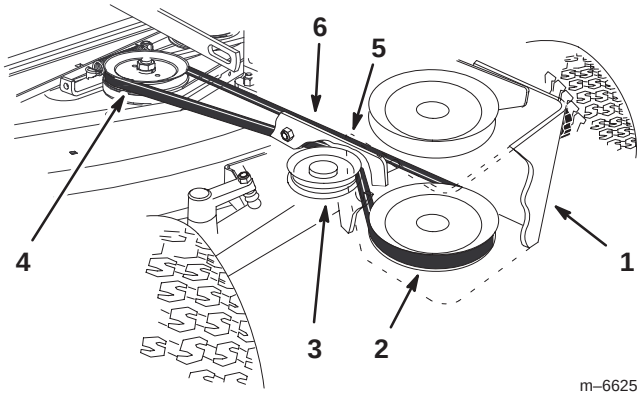

Figure 14
2. Install the mower drive belt onto the mower center pulley (Fig. 14). Ensure that it is on the upper center pulley.
3. Install the mower drive belt onto the lower pulley and the lower idler pulley in the pulley box (Fig. 14).
2. Remove the mower drive belt from the mower center pulley (Fig. 14).
3. Remove the mower drive belt from the lower pulley and the lower idler pulley in the pulley box (Fig. 14).
4. Install the new mower drive belt onto the mower center pulley (Fig. 14). Ensure that it is on the upper center pulley.
5. Install the mower drive belt onto the lower pulley and the lower idler pulley in the pulley box (Fig. 14).